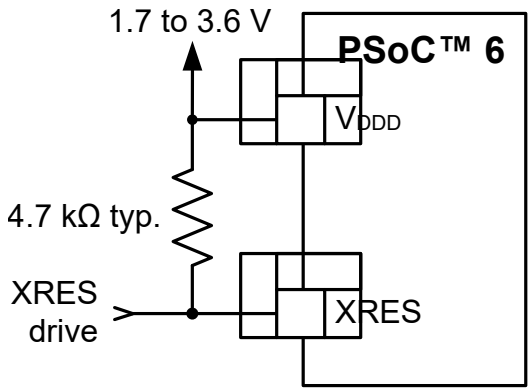

Figure 6 XRES connection diagram
- External reset dedicated pin (XRES) to reset the device using an external source. The XRES pin is active low. It can be connected either to a pull-up resistor to V_{DDD}, or to an active drive circuit, as Figure 6 shows. If a pull-up resistor is used, select its value to minimize current draw when the pin is pulled low; 4.7 kΩ to 100 kΩ is typical.